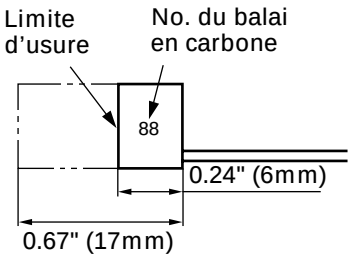

Fig. 6
4. Inspection des balais en carbone (Fig. 6)
REMARQUE: Utiliser le balai en carbone HITACHI No. 88 indiqué sur la figure 6.